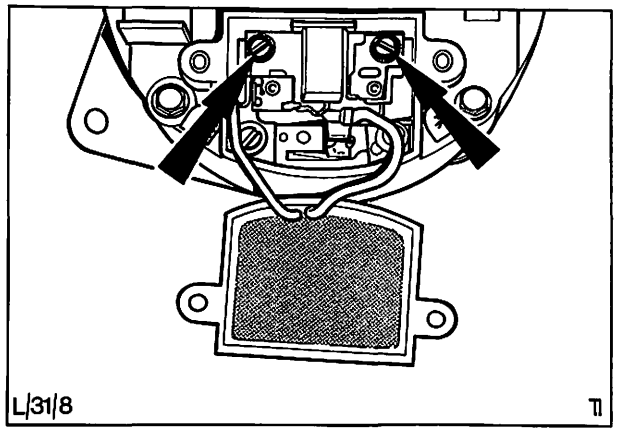

Abb. 88 Befestigungsschrauben – Bürstenhalter
5. Befestigungsschrauben – Bürstenhalter herausschrauben, Abb. 88. Um Beschädigung der Bürsten zu vermeiden, Bürstenhalter vorsichtig herausziehen.